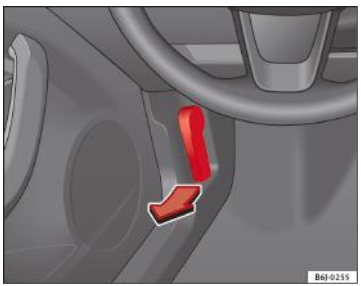

Fig. 131 Maneta de deschidere a capotei
– Pentru deblocarea capotei, trageţi maneta de sub planşa de bord ⇒ fig. 131 în sensul indicat (săgeata). Capota va fi eliberată prin acţiunea unui arc ⇒ ⚠.